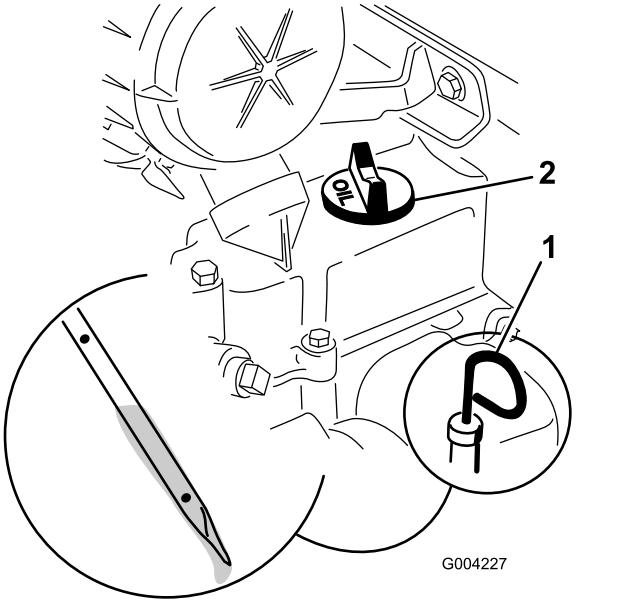

**Figure 32**
4. Clean the area around the oil dipstick (Figure 32).
5. Pull out the dipstick and wipe the metal end clean (Figure 32).
6. Slide the dipstick fully into the dipstick tube (Figure 32).
8. If the oil level is low (below the bottom hole), clean around the oil-fill cap and remove the cap (Figure 32).
6. Remove the fill cap (Figure 32) and slowly pour approximately 80% of the specified amount of oil in through the valve cover.
9. Remove the fill cap (Figure 32) and slowly pour approximately 80% of the specified amount of oil in through the valve cover.